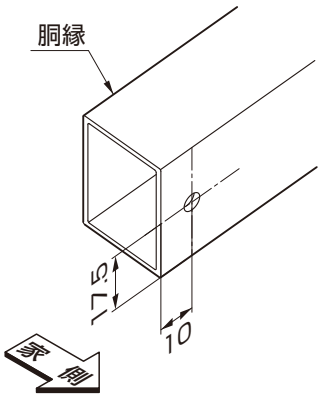

図4-2　柱付けの場合
②柱付けの場合は、胴縁の家側にφ5mmの下穿をあけてください。（図4-2参照）